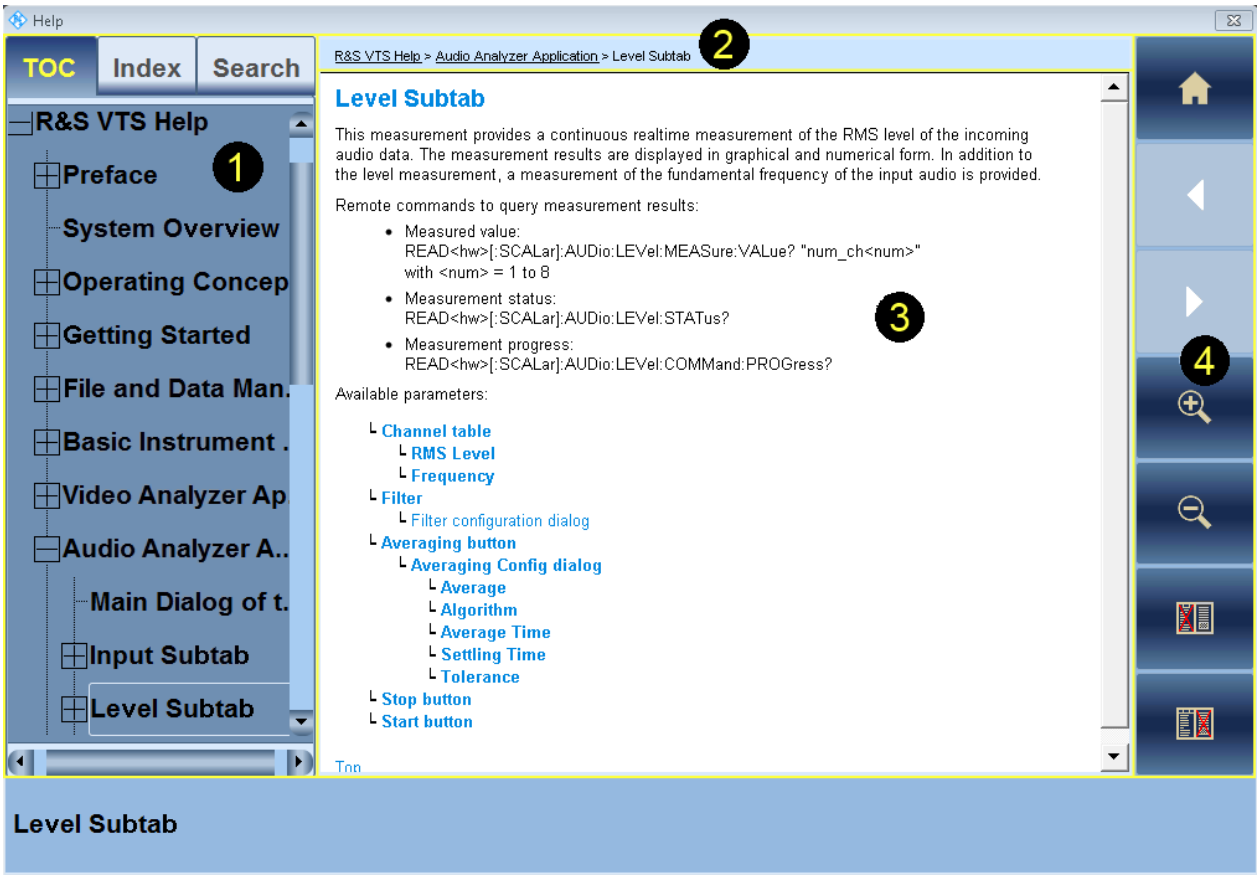

Figure 3-5: Help dialog with navigation pane
See (1) in Figure 3-5.
See (2) in Figure 3-5.
See (4) in Figure 3-5.